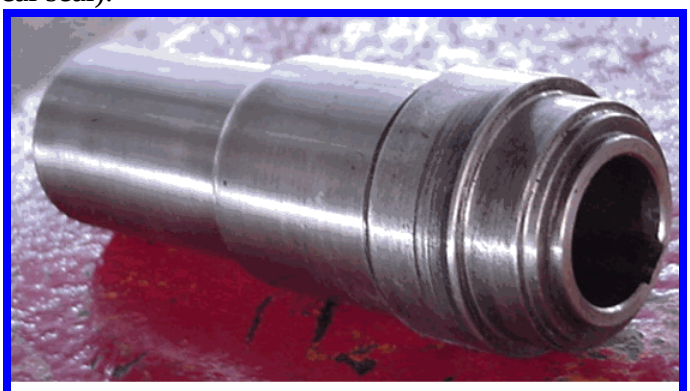

Figure B.08: A view of a shaft sleeve
- Shaft Sleeve (**Figure B.08**): Pump shafts are usually protected from erosion, corrosion, and wear at the seal chambers, leakage joints, internal bearings, and in the waterways by renewable sleeves. Unless otherwise specified, a shaft sleeve of wear, corrosion, and erosion-resistant material shall be provided to protect the shaft. The sleeve shall be sealed at one end. The shaft sleeve assembly shall extend beyond the outer face of the seal gland plate. (Leakage between the shaft and the sleeve should not be confused with leakage through the mechanical seal).